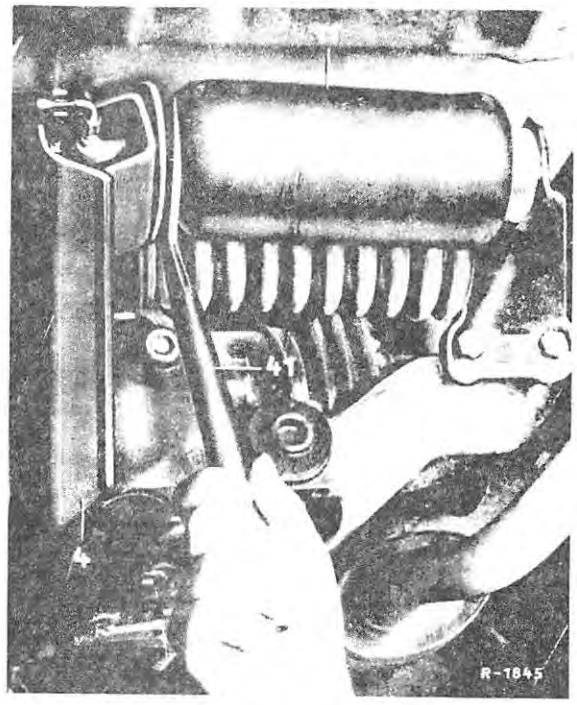

Fig. 7
17. Bleed bellows. Pull bellows away from the sealing cone of the left support by means of the puller (Fig. 7).